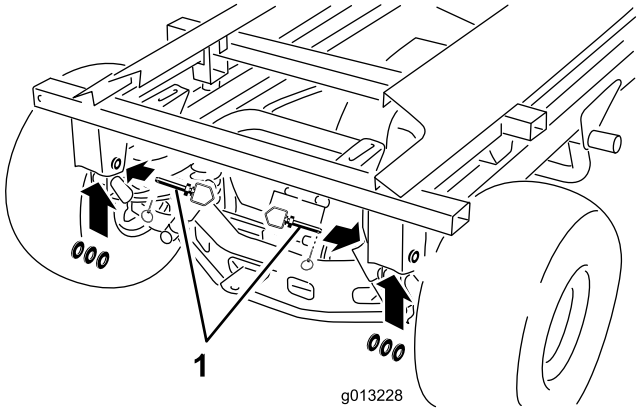

Figuur 50
10. Verwijder de achterste verbindingspennen, koppelpennen en sluitringen (Figuur 50).